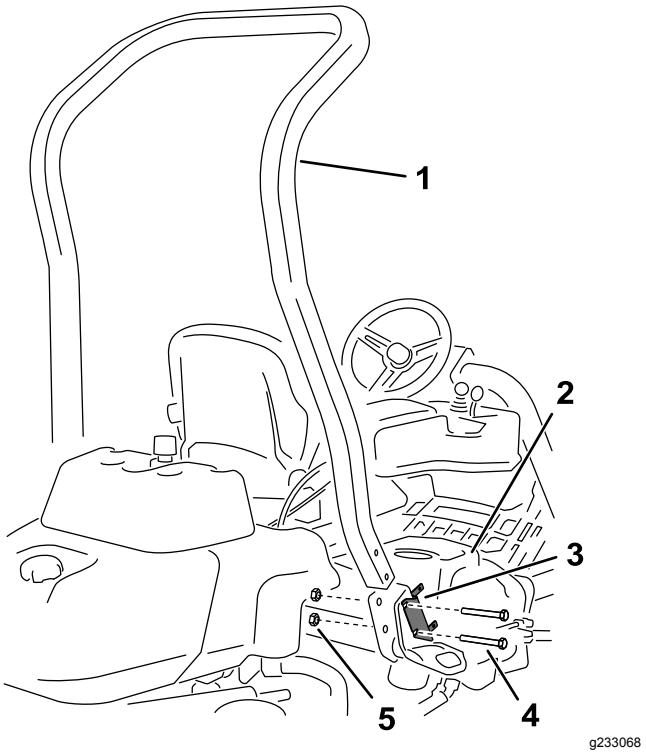

Figur 3
4. Fjern de 2 bolte, der fastgør sikringsblokbeslaget til styrtbøjlesystemets lomme som vist i Figur 3.